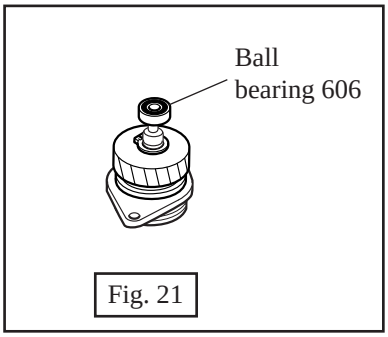

Fig. 21
(5) Mount ball bearing 606 with arbor press. See Fig. 21.